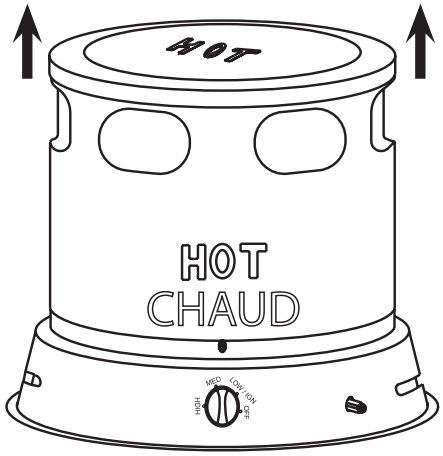

Figura 4
1. Deslice directamente hacia arriba la cubierta superior para separarla de la inferior, y saque todos los elementos empacados del interior del calentador. (Vea la Figura 4)